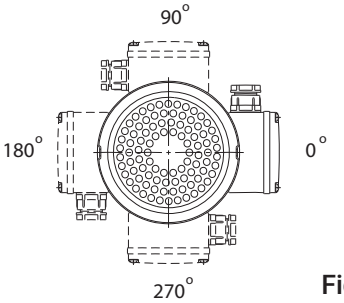

Fig.1
1.10 The position of the motor connecting boxis adjustable. Referring to Fig.1, the adjustment can be done by removing the motor fan cover, unscrewing the frame bolts, turning the motor casing and connecting box subassembly together to proper position. Finally, screw the frame bolts tight, and put the fan cover back.